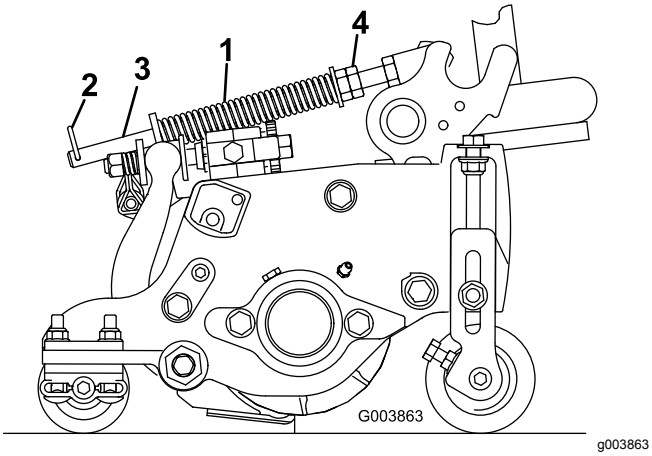

Figuur 17
De gazoncompensatieveer (Figuur 17) zorgt ervoor dat het gewicht van de voorste naar de achterste rol wordt verplaatst. Dit voorkomt dat er een golfpatroon in de grasmat ontstaat, ook wel bekend als 'bobbing'.
1. Monteer de borgpen in de achterste opening in de veerstang (Figuur 17).
2. Draai de zeskantige moeren op het voorste uiteinde van de veerstang vast totdat de lengte van de samengedrukte veer 12,7 cm bedraagt op de maaidekken van 12,7 cm of 15,9 cm op de maaidekken van 17,8 cm (Figuur 17).